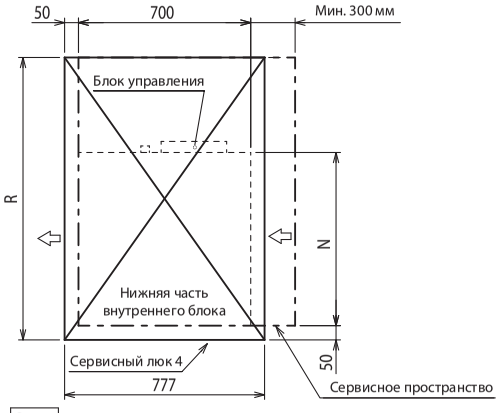

Рис. 5 (Вид по направлению стрелки B)
• оборудуйте сервисный люк 4 под блоком управления и блоком, как показано на Рис. 5.